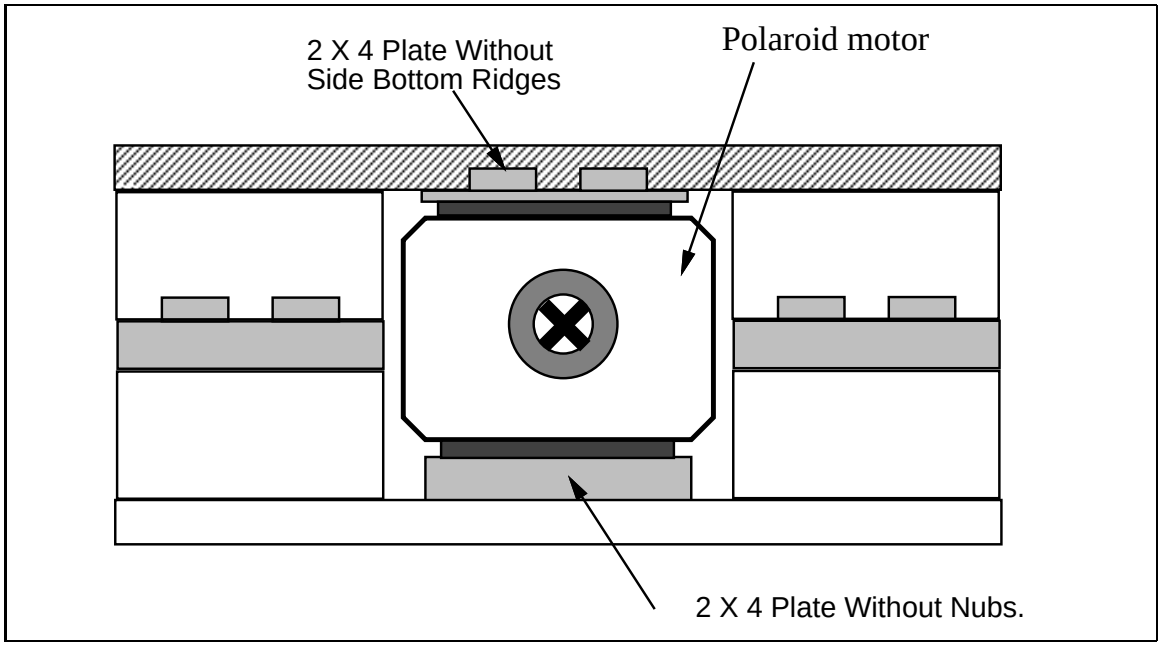

Figure 4.22: LEGO Jig for Mounting Polaroid Motor
- ◯ Make a second jig as shown in Figure 4.22 out of four 2×4 bricks, two 2×4 plates, and two 6×8 plates that sandwich the motor in place.